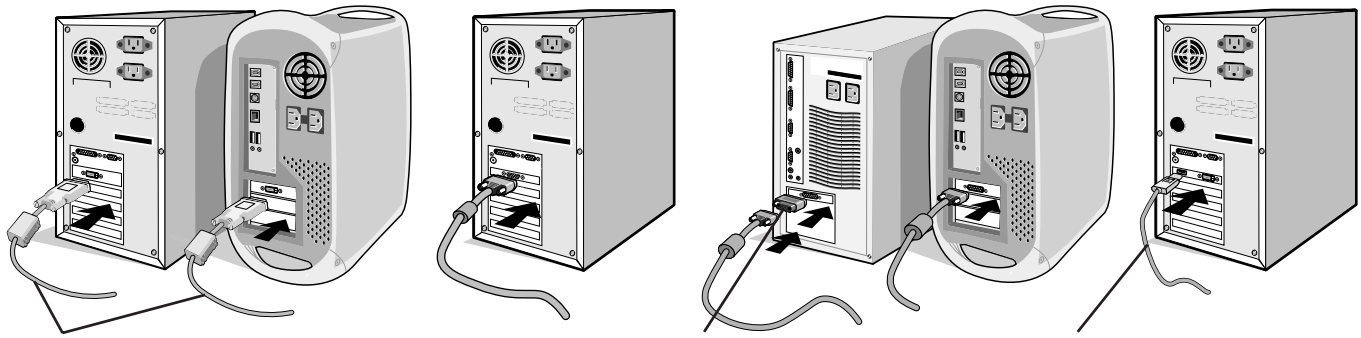

Figura A.1 **Figura A.2** **Figura B.1** **Figura B.2**
2. **Para PC o MAC con salida digital DVI:** conecte el cable de señal DVI al conector de la tarjeta de visualización de su sistema (**figura A.1**). Apriete todos los tornillos.